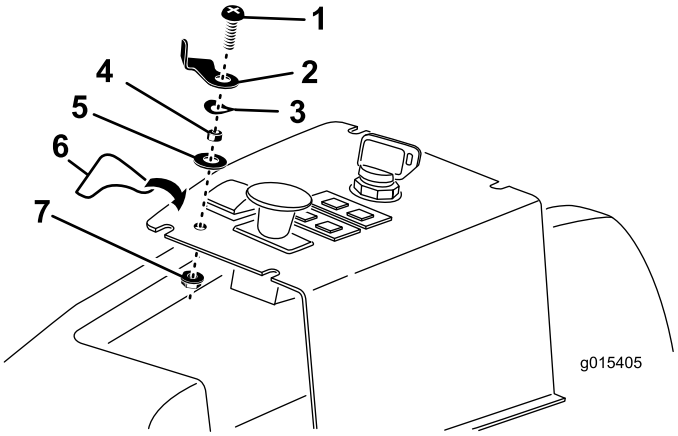

Figur 13
3. Fest LØFTELÅSSPAKEN, avstandsstykket, den bølgete skiven og den flate skiven til panhodeskruen (¼ x 1 tomme), som vist i Figur 13.
4. Sett monteringsskruen for LØFTELÅSSPAKEN i kontrollpanelhullet, og fest den med en låsemutter. Plasser LØFTELÅSSPAKEN som vist i Figur 13.
5. Fest LØFTELÅSSPAKE-merket til kontrollpanelet, som vist i Figur 13.